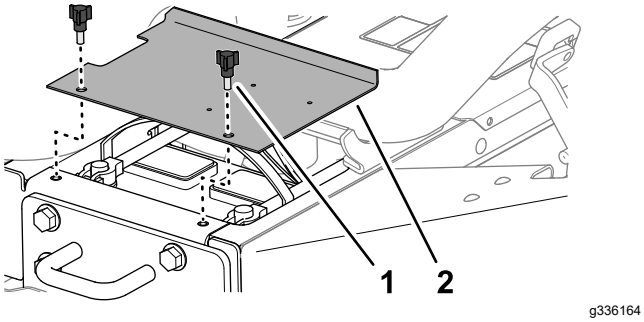

Figur 57
1. Lossa spärrarna på vänster och höger sida av motorhuven (Figur 57).